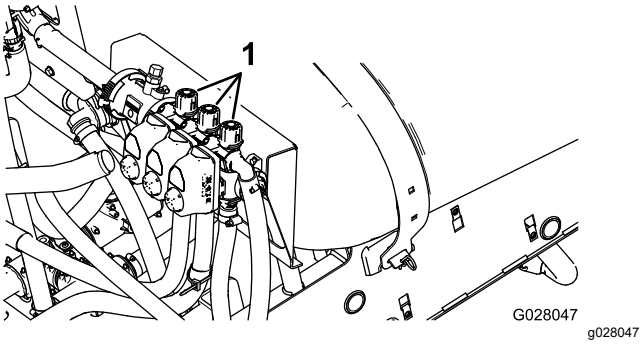

Figure 70
2. Turn off the left-section switch and adjust the left section-bypass valve (Figure 70) until the pressure reading is at the previously adjusted level (typically 2.75 bar or 40 psi).
4. Adjust the right section-bypass valve (Figure 70) until the pressure reading is at the previously adjusted level (typically 2.75 bar or 40 psi).
6. Adjust the center section-bypass valve (Figure 70) until the pressure reading is at the previously adjusted level (typically 2.75 bar or 40 psi).